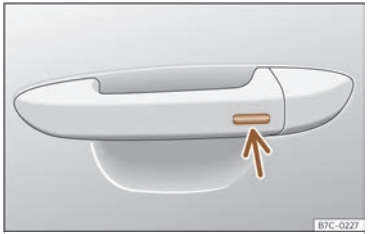

Fig. 61 Manecilla de la puerta: superficie sensora.
- **O BIEN:** mediante el sistema Keyless Access (sólo cierre): Mantenga un dedo durante algunos segundos sobre la superficie sensora de bloqueo ››› **fig. 61** (flecha) de la manecilla de la puerta para que se cierren las ventanillas y el techo. Si deja de tocar la superficie sensora se interrumpe la función de cierre.
Mantenga un dedo durante algunos segundos sobre la superficie sensora de bloqueo ››› **fig. 61** (flecha) de la manecilla de la puerta para que se cierre el techo. Si deja de tocar la superficie sensora se interrumpe la función de cierre.